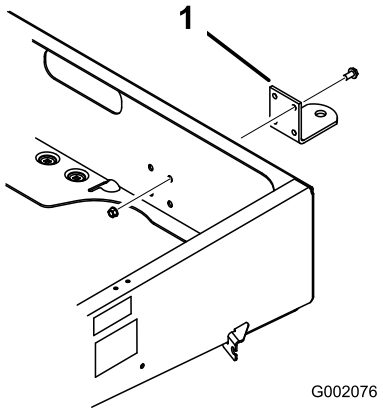

Figuur 7
2. Houd de trekhaak recht voor de montageopeningen in het frame. Zet de trekhaak vast met de schroeven en moeren (Figuur 7).